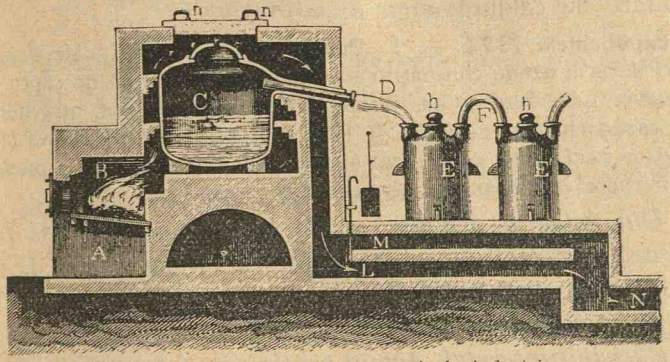

Fig. 83. Prepararea acidului azotic în industrie.
1. *Acid azotic din salpetru de Chili se fabrică încălzind, aproape de 200°, azotat de sodiu, cu acid sulfuric* în căldări de tuciu fig. 83.